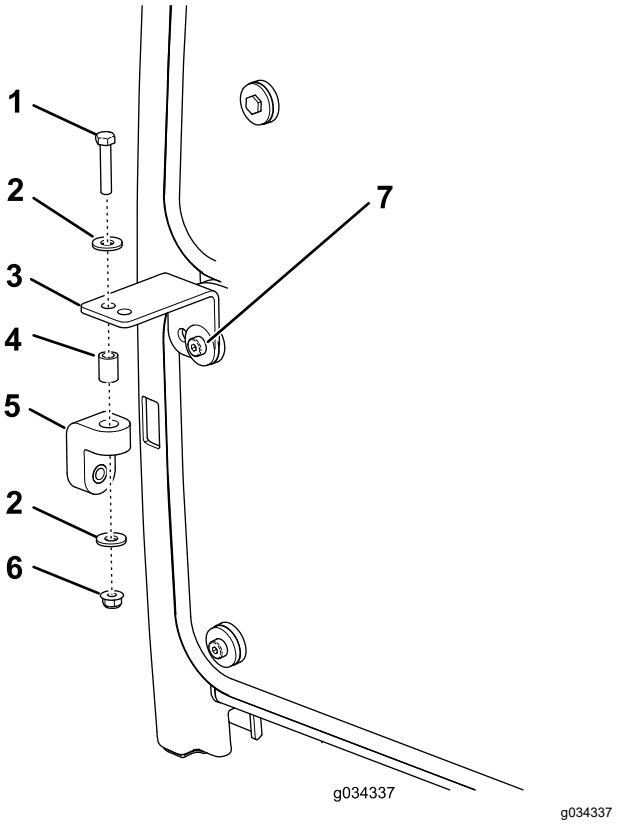

Figur 8
1. Monter et knækbeslag i hvert af de øverste hjørner på førerhusets nederste frontpanel med de eksisterende skruer som vist i Figur 8.
2. Monter løst et gummiophæng på hvert knækbeslag med en bolt (5/16" x 1⅝"), to spændeskiver (⅜"), en afstandsbøsning og en flangemøtrik (5/16") som vist i Figur 8.